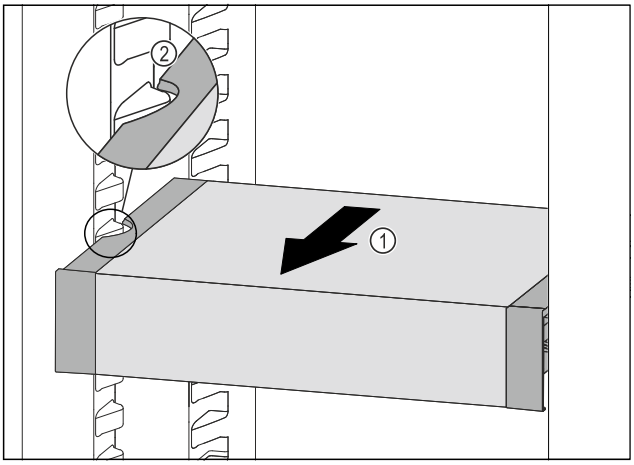

Fig. 138
▶ Predal VarioSafe povlecite naprej *Fig. 138 (1)*, dokler nista stranska izreza predala VarioSafe na višini nastavka za posodo v hladilniku. *Fig. 138 (2)*